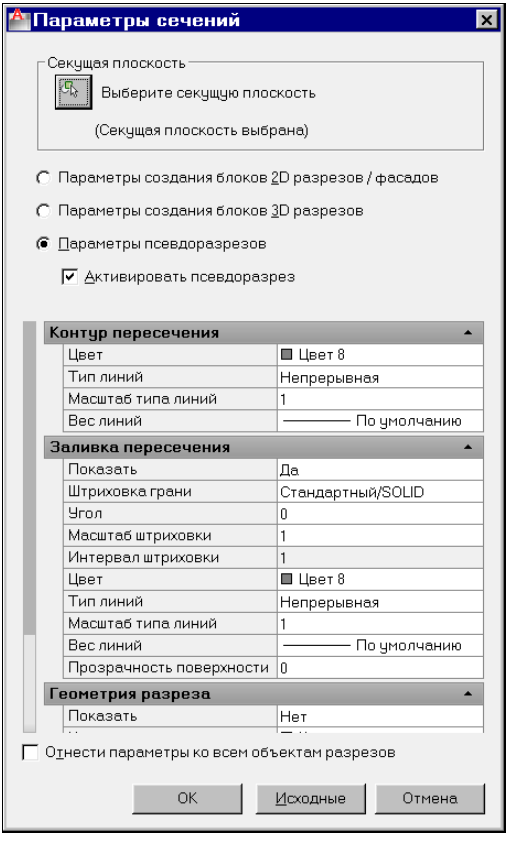

Рис. 10.123. Диалоговое окно **Параметры сечений**
- **Параметры псевдоразреза** (Live section settings) — вызывает диалоговое окно **Параметры сечений** (Section Settings) (рис. 10.123);
Все установки функций и свойств сечения, как сложного организма, выполняются в диалоговом окне **Параметры сечений** (Section Settings), приведенном на рис. 10.123.